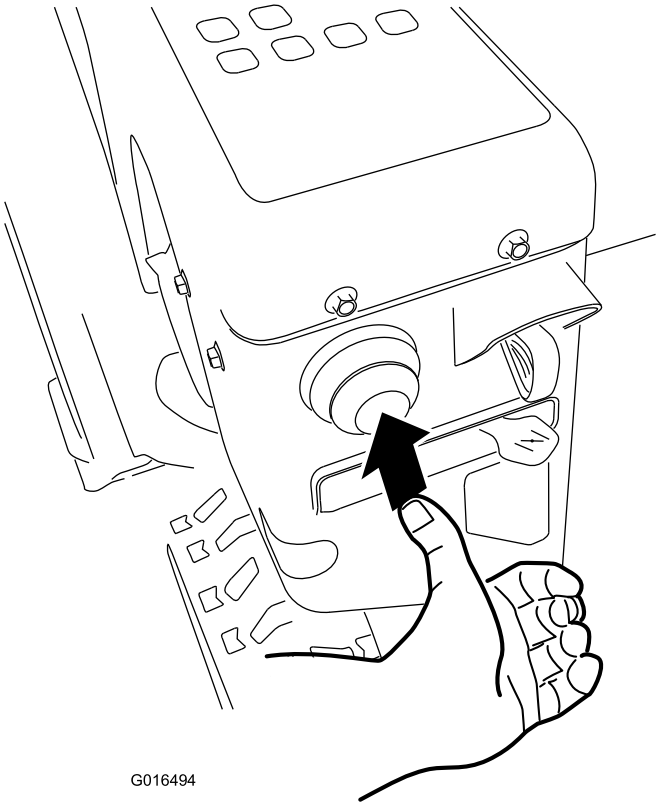

Bild 27
4. Drücken Sie die Kaltstarthilfe dreimal kräftig mit dem Daumen, halten Sie die Kaltstarthilfe jeweils für eine Sekunde gedrückt (Bild 27).